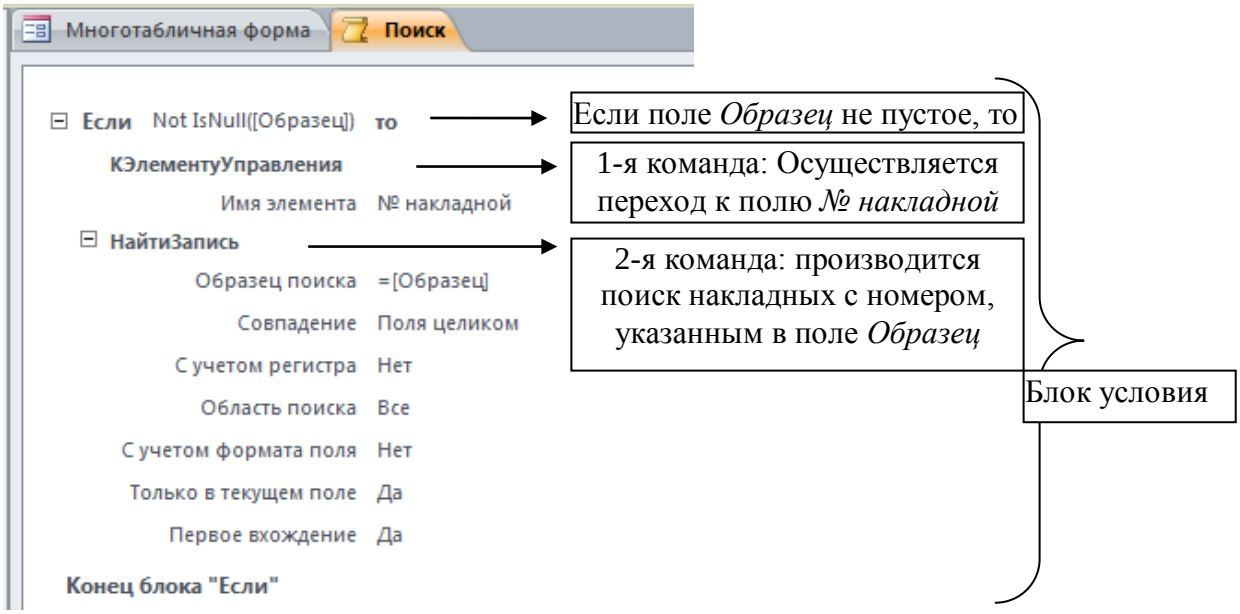

Рис. 6.5. Запись макрокоманд
4.2. На экране отобразится окно, предназначенное для записи макрокоманд (рис. 6.5).